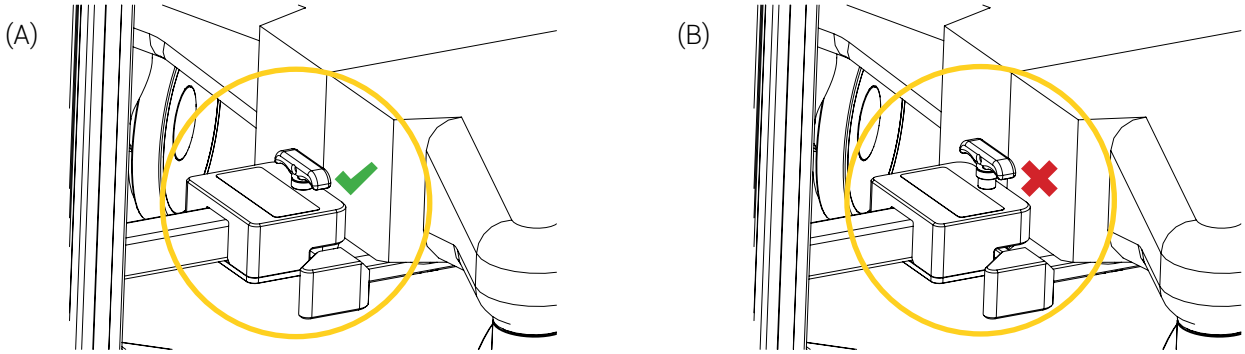

Figure 6 : Chariot installé sur l'incubateur
7. S'assurer que le couplage entre le bras rabattable du chariot de transport et le dispositif d'accouplement THS sous l'incubateur soit sécurisé (Figure 6).